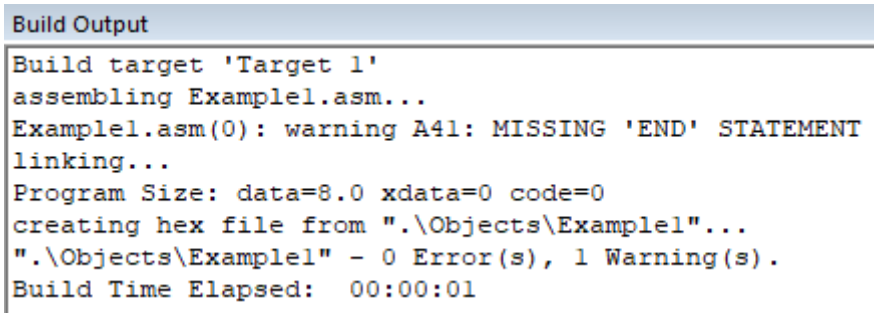

Figure 1.15
10. Build the project; using **Project** -> **Build Target** (Fig. 1.15). µVision translates all the user application and links. Any errors in the code are indicated by – "Target not created" in the Build window, along with the error line. Debug the errors. After an error free, to build go to Debug mode.